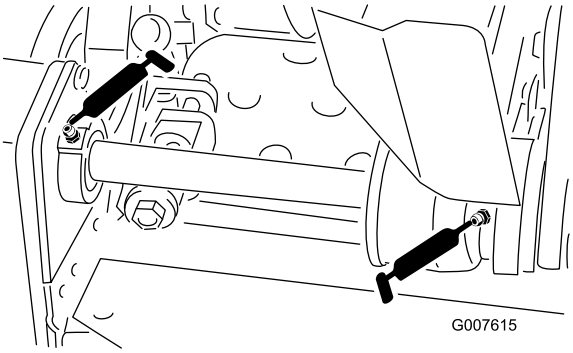

Figur 16
- to på spolemellomakselslagrene (Figur 16)